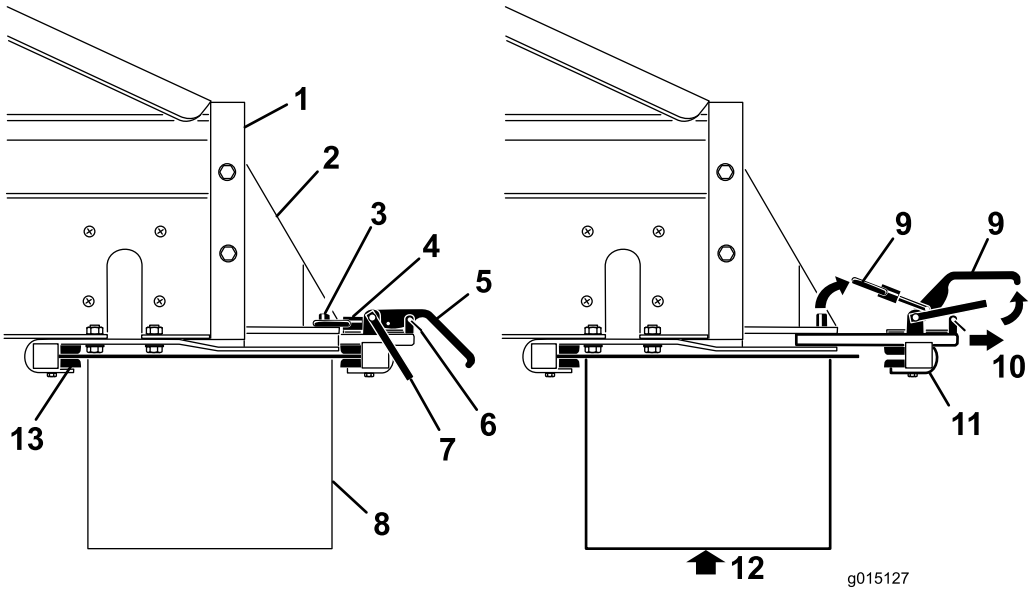

**Rysunek 29**
1. Zdejmij zaciski zaczepów zabezpieczających z uchwytów zaciskowych (Rysunek 29).
2. Podnieś zaczep zabezpieczający, a następnie podnieś uchwyty zaciskowe mocujące osprzęt i zwolnij pierścienie blokujące ze sworzni blokujących (Rysunek 29).
3. Wysuń zespół zacisków mocujących tylnego osprzętu z gniazd szybkiego mocowania (Rysunek 29).
4. Przy pomocy drugiej osoby włóż przednią krawędź podwójnego rozrzutnika na górze i pod tylną częścią MP-400 w zaciski przednie na wspornikach (Rysunek 29).
5. Przytrzymując podwójny rozrzutnik, wsuń ponownie zespół zacisków mocujących tylnego osprzętu w gniazda we wspornikach i nad tylną krawędź (Rysunek 29).
7. Ponownie zamocuj zaciski zaczepów zabezpieczających w uchwytach zaciskowych (Rysunek 29).